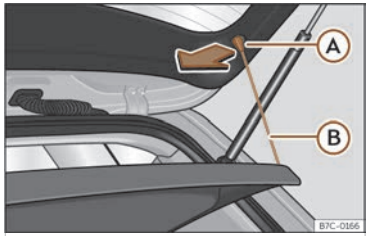

Fig. 173 Al maleter: desmuntar i muntar la safata.
- Desenganxeu els tirants de subjecció ››› **fig. 173** Ⓑ dels allotjaments Ⓐ.
- Enganxeu els tirants de subjecció ››› **fig. 173** Ⓑ a la porta posterior.